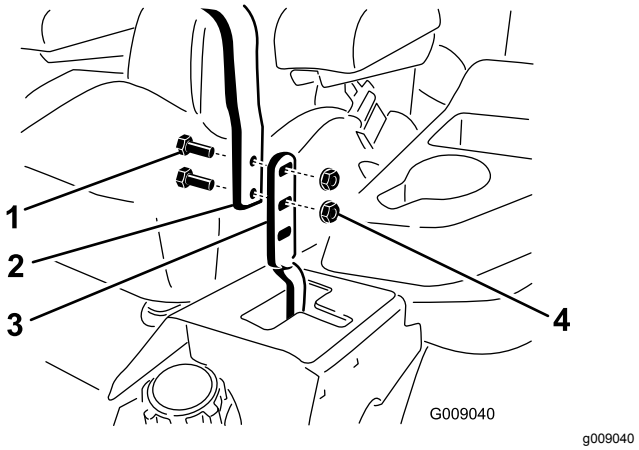

Figur 59
2. Løsn de bolte og flangemøtrikker, der fastgør håndtagene på grebene (Figur 59).